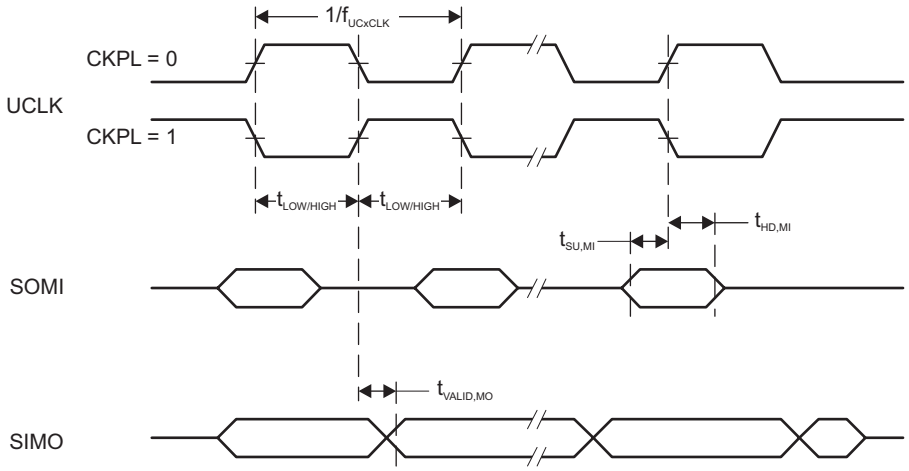
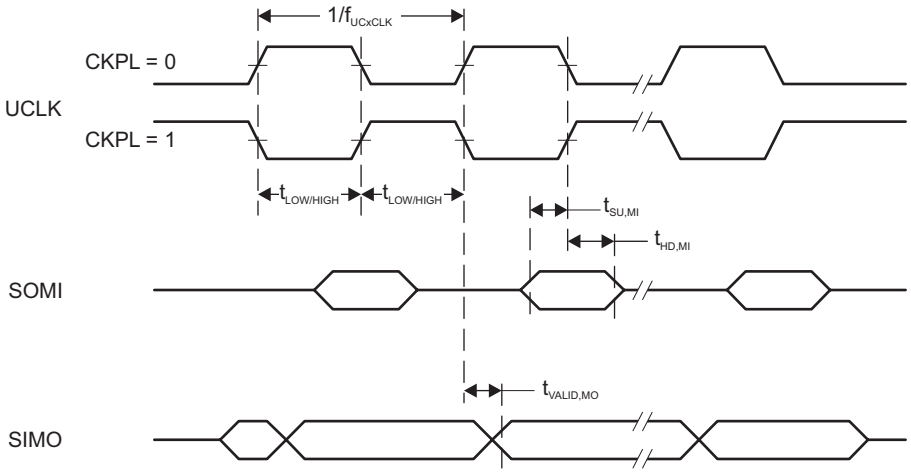

Figure 5-23. SPI Master Mode, CKPH = 0
Figure 5-24. SPI Master Mode, CKPH = 1
over recommended ranges of supply voltage and operating free-air temperature (unless otherwise noted)[1] (see Figure 5-23 and Figure 5-24)
(2) Specifies the time to drive the next valid data to the SIMO output after the output changing UCLK clock edge. See the timing diagrams in Figure 5-23 and Figure 5-24.
(3) Specifies how long data on the SIMO output is valid after the output changing UCLK clock edge. Negative values indicate that the data on the SIMO output can become invalid before the output changing clock edge observed on UCLK. See the timing diagrams in Figure 5-23 and Figure 5-24.